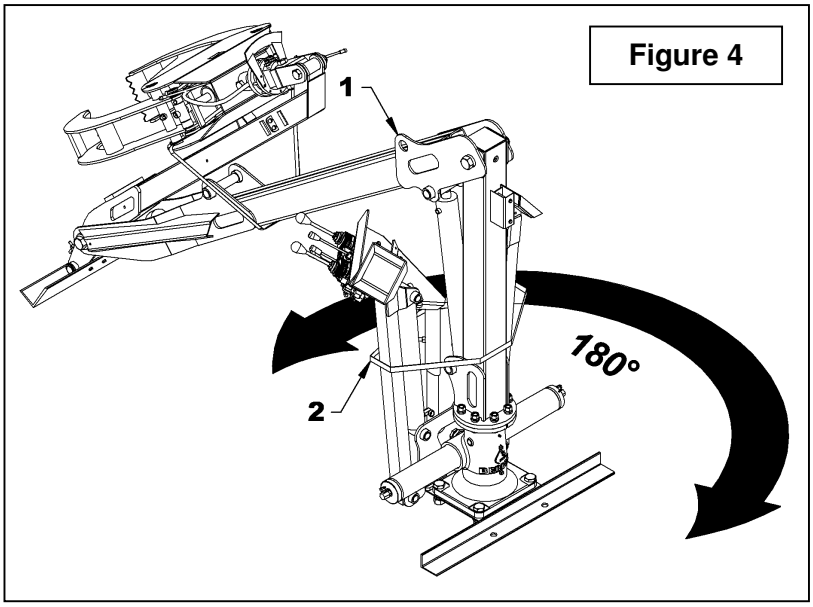

Figure 4
1. **Figure 4:** Remove the metal strap (item 2) and lift the loader using the lifting plate (item 1).
5. **Figure 4:** Pivot the loader 180º making sure to turn it in the right direction to prevent the hydraulic hoses from getting tangled up around the mast.